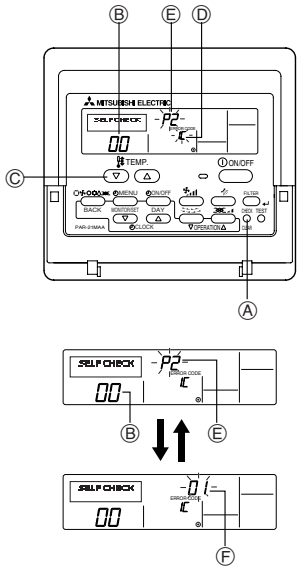

Fig. 7-3
7.3.1. Wired remote controller (Fig. 7-3)
① Turn on the power.
② Press the [CHECK] button twice.
③ Set refrigerant address with [TEMP] button if system control is used.
④ Press the [ON/OFF] button to stop the self-check.